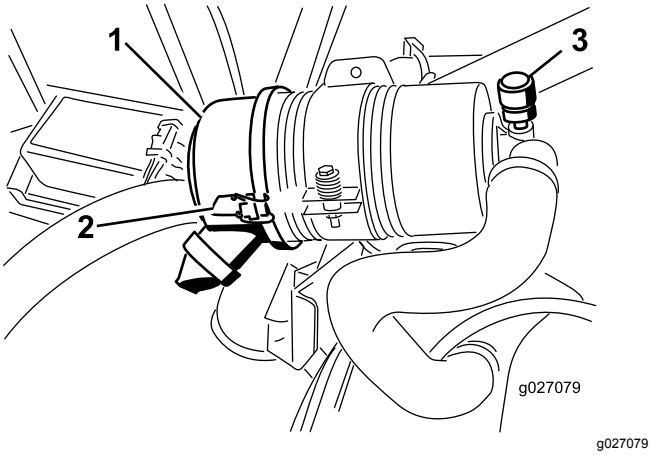

Figur 52
Utför service på luftrenarfiltret bara när serviceindikatorn anger att det krävs (Figur 52). Om du byter luftfiltret tidigare ökar det risken för att smuts kommer in i motorn när filtret tas bort.
2. Lossa spärrhakarna som fäster luftrenarkåpan på luftrenarhuset (Figur 52).